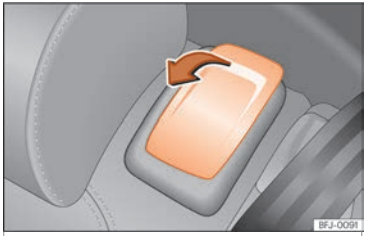

Fig. 147 Segunda fila de asientos: mandos de la ayuda de acceso.
- Tire de la palanca de desbloqueo en el sentido de la flecha ››› fig. 147.
- Tire de la palanca ››› fig. 147 y empuje el respaldo del asiento hacia atrás de modo que quede en posición vertical. El asiento completo se baja ››› ⚠.